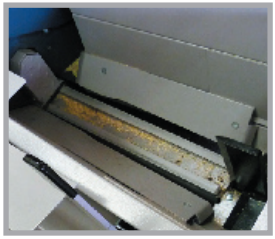

Abb. 14
- Führung des Spaltschiebers fetten (Abb. 14).